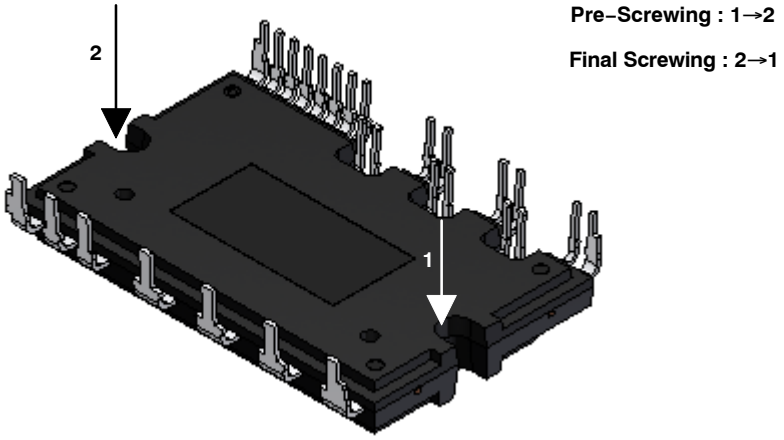

Figure 9. Mounting Screws Torque Order
12. Avoid one−sided tightening stress. Figure 9 shows the recommended torque order for mounting screws. Uneven mounting can cause the DBC substrate of package to be damaged. The pre−screwing torque is set to 20 ~ 30% of maximum torque rating.